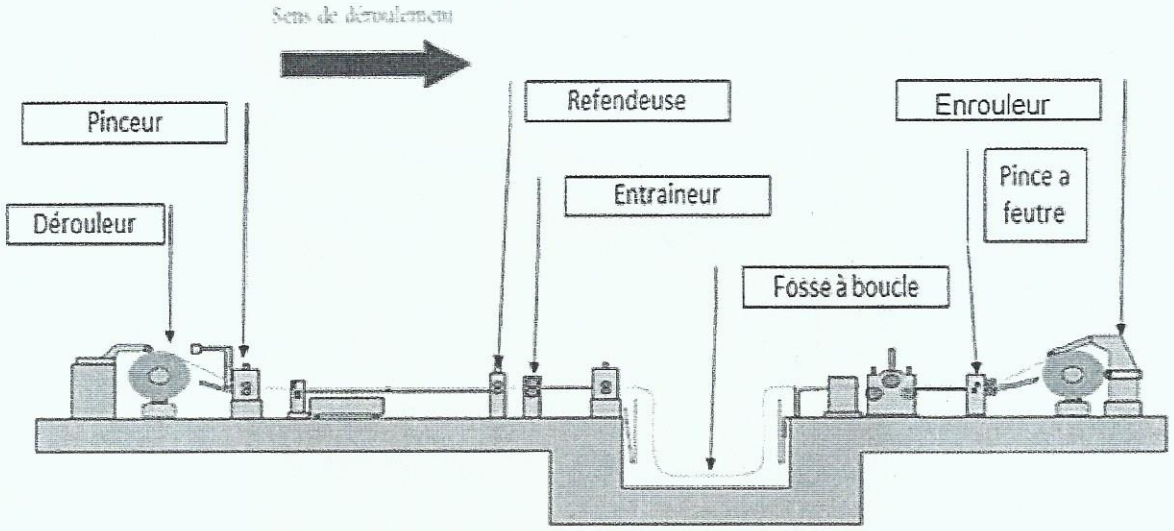

**Figure 6 Schéma de la ligne de refendage.**
Le refendage consiste à dérouler une bobine, la recouper dans le sens de la longueur et à la rebobiner. On peut voir, figure 6 du sujet, le schéma de la ligne de refendage.
- **Figure 6 :** Schéma de la ligne de refendage